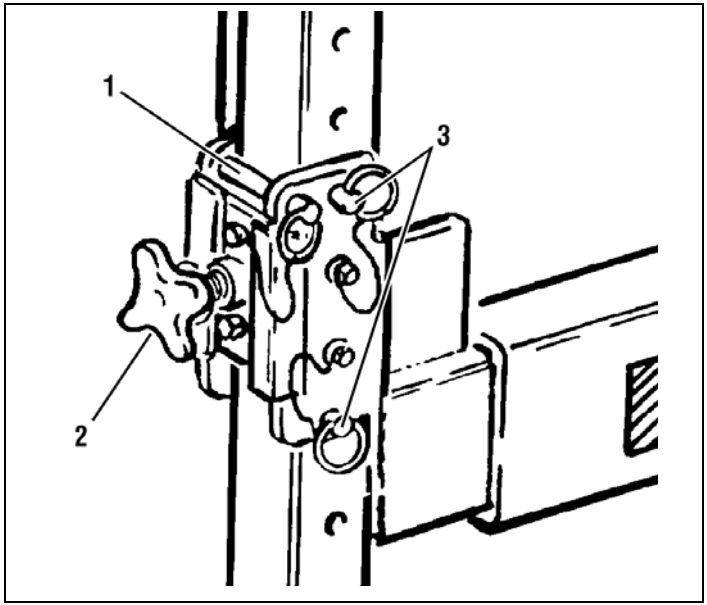

Figure 5-5. Side Lifting Rail - Quick Release Pins.
2. Loosen adjust screws on adjust bracket end caps *(See Figure 5-5.)*.
4. Remove **ONLY** the two (2) **SIDE RAIL QUICK-RELEASE PINS** installed through each side lifting rail adjust bracket, and the straddle end support vertical rails at all four (4) corners of the straddle extension. *(See Figure 5-5.)*
AND STRADDLE END SUPPORTS ARE BEING DISASSEMBLED FROM SIDE RAILS. (SEE FIGURE 5-5.)